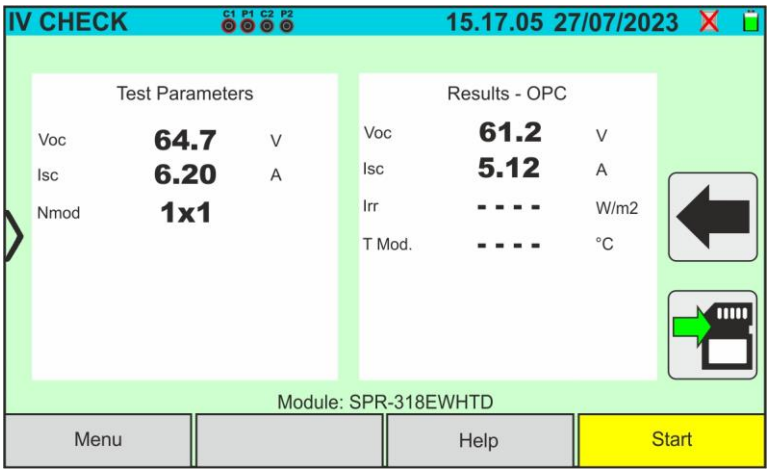

Fig. 60: IVCK test result @OPC with synchronous recording
14. Press the **START/STOP** key (or **Start** on the display) to activate the tests. If there are no error conditions, the instrument will show the icon " on the display for a few moments together with the message "**Measuring**..." The test can take **up to approximately 20 seconds,** depending on the open circuit voltage and module parameters. At the end of the test, the instrument will **only** display the values **measured at OPC without the references of the irradiance and temperature values of the module** (see Fig. 60) and it is necessary to wait for the end of the test session and the **subsequent synchronisation** with the SOLAR03 remote unit to obtain the final result (values @ STC) of the tests performed, as shown here below: